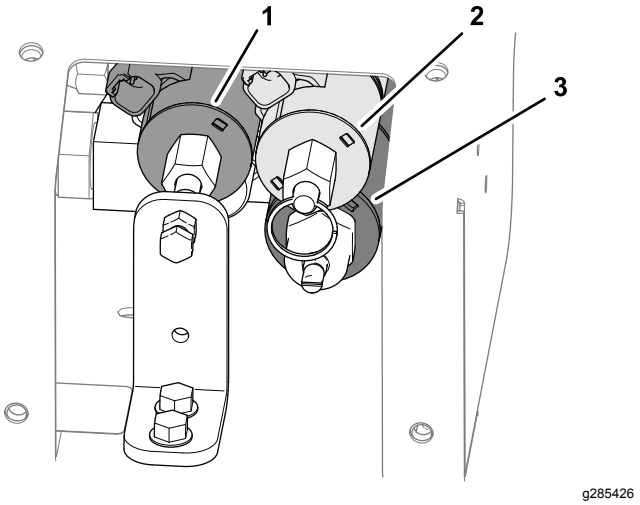

Rysunek 28
3. Odszukaj 3 zawory sterujące (Rysunek 28).